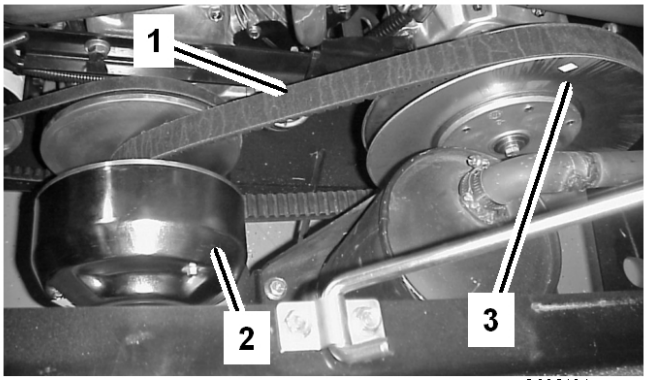

Figur 52
3. Vrid på remmen (Figur 52) och kontrollera om den är sliten eller skadad. Byt ut remmen vid behov.
1. Vrid remmen och dra den över sekundärkopplingen (Figur 52).
2. Ta bort remmen från primärkopplingen (Figur 52).